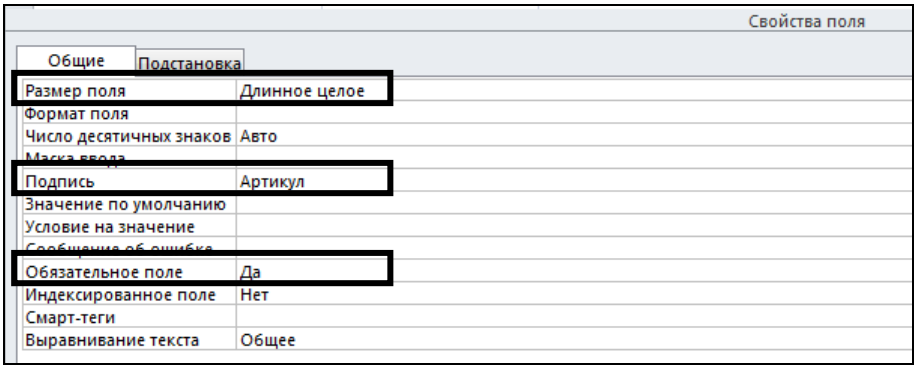

Рис. 2.45. Свойства поля *Код товара*
3.2. Свойства поля *Код товара* (рис. 2.45).